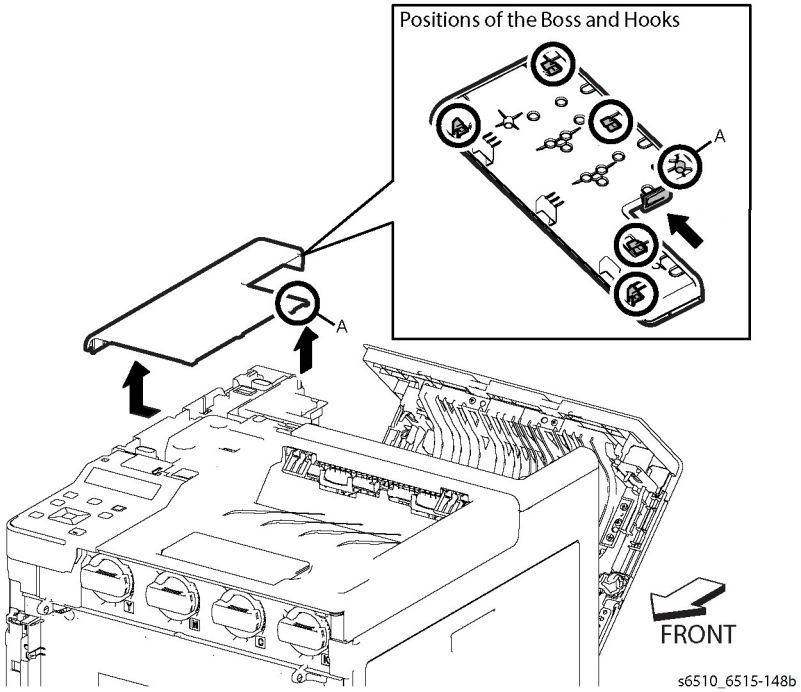

Figure 1 Remove the Left Rear Top Cover (SFP)
4. Refer to Figure 1 to release the boss at point A, the top rear corner of the Left Rear Top Cover, to loosen the corner from the printer chassis.
5. Refer to Figure 1 to release Latch A and slide the cover in the direction of the arrow to release the other bosses on the Left Rear Top Cover.